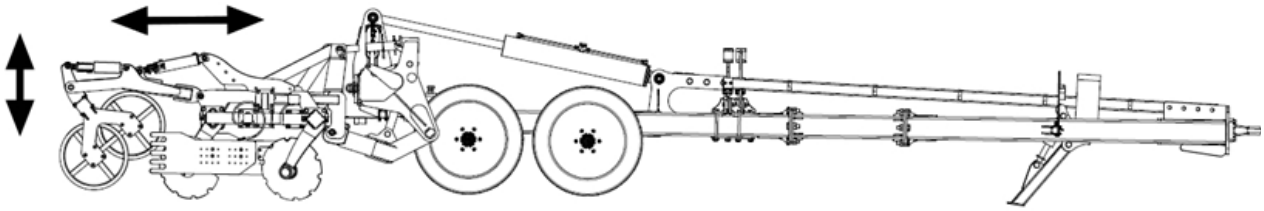

Rysunek 34 Regulacja wysokości i kąta natarcia wałów roboczych.
5. Po rozłożeniu maszyny na podwoziu, należy przeprowadzić ustawienie wałów roboczych względem maszyny za pomocą siłowników hydraulicznych. Cały proces odbywa się za pomocą siłowników hydraulicznych ustalających wysokość położenia wałów oraz ich kąta natarcia względem podłoża oraz śrub rzymskich zamontowanych do dyszli skrzydeł maszyny (rys. 34).